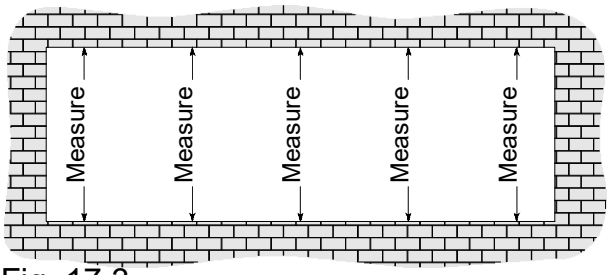

Fig. 17.3
C. Measure the height of the opening at several points along the entire width of the opening. Select the smallest of these dimensions and subtract the top and bottom caulk joint height per approved shop drawings (1/2" min at head and 1/2" min at sill). SEE Fig. 17.3.